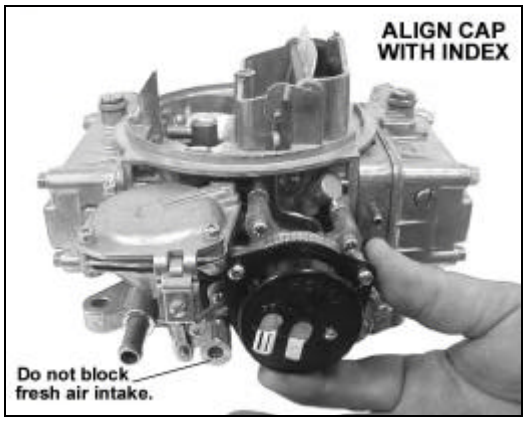

Figure 3
8. IMPORTANT! This step is to calibrate the choke. Locate the scribe mark on the cap and set it in line with the center index on the casting (Figure 3).
NOTE: Do not block the fresh air intake, as shown by the arrow in Figure 3.